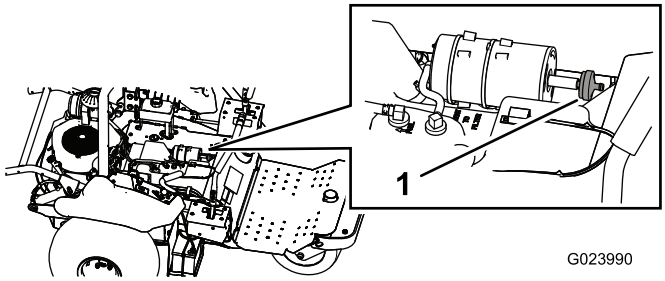

**Figur 47**
2. Koppla bort filtret från kolkanistern (Figur 47).